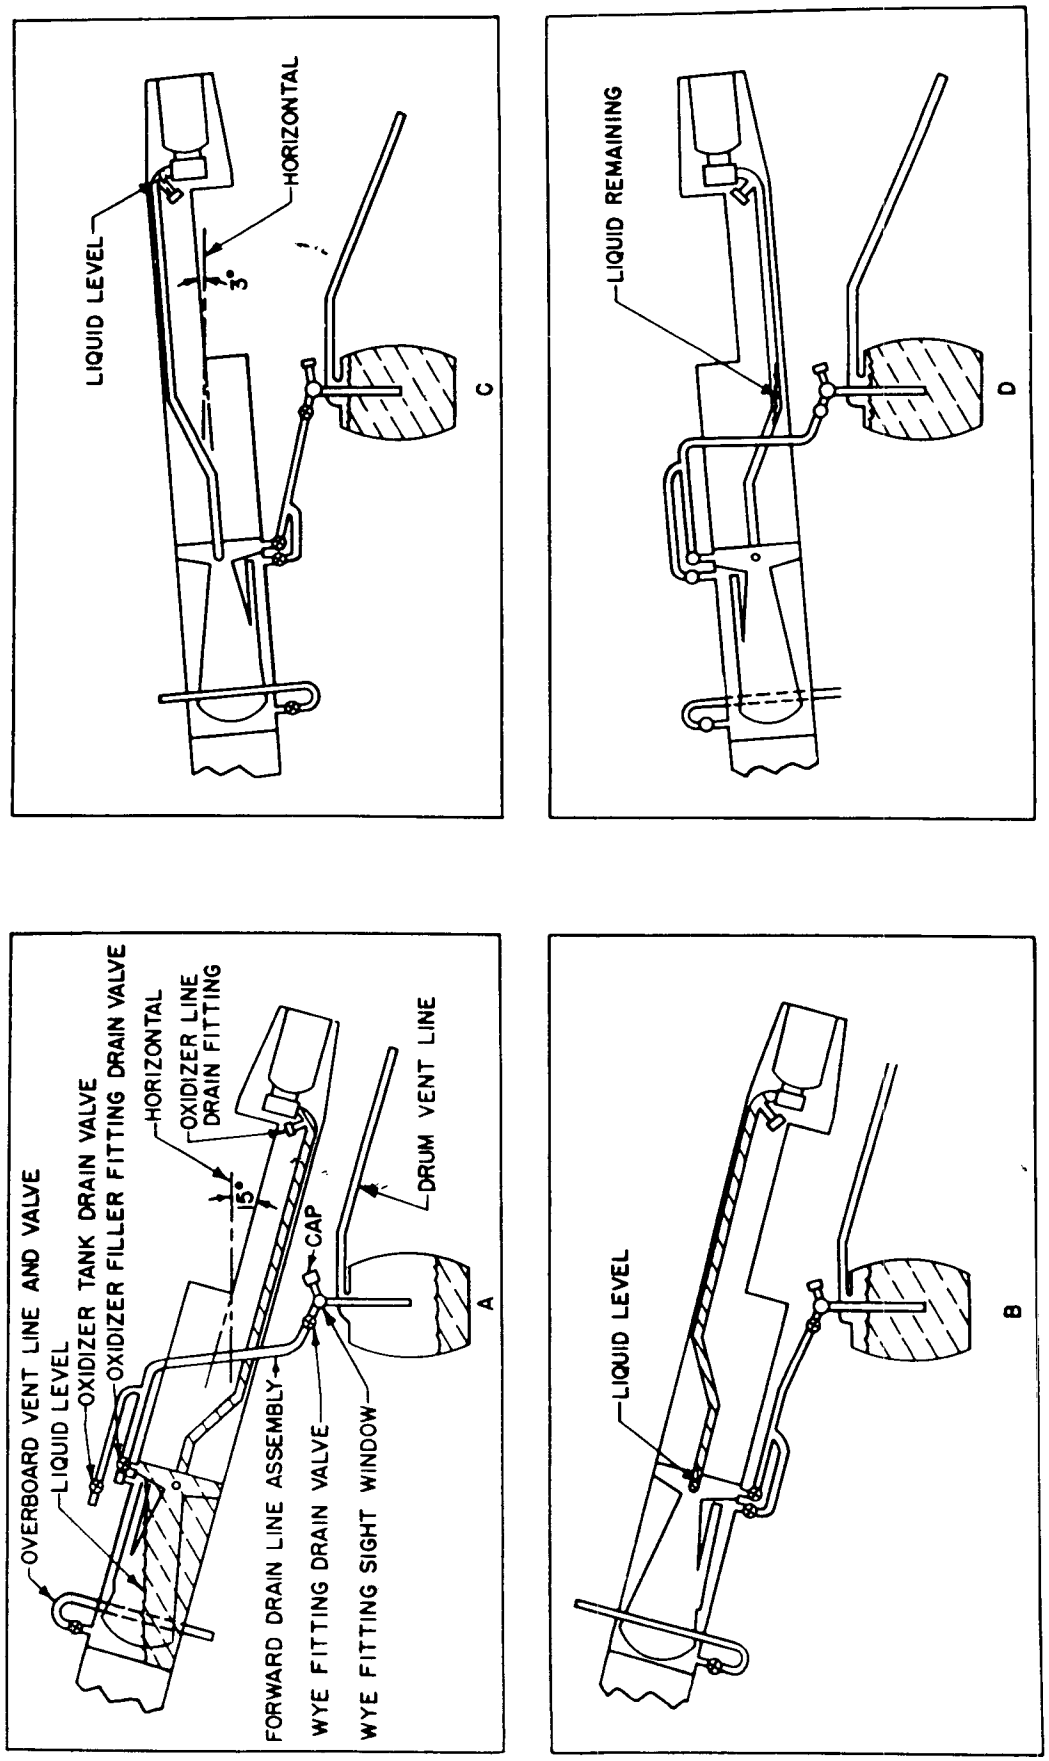

*Figure 186. Oxidizer tank draining.*
stops. See A, figure 186. (Oxidizer fumes may be visible in the form of a reddish-brown haze extending 3 to 5 feet from the end of the drum vent line. This vapor is harmful to personnel and should be dissipated into the atmosphere and blown harmlessly away.)
**3** rotates the missile 180° counterclockwise (looking forward) until tunnel number 1 is down and elevates the missile to 15° noseup position. Open all valves. Allow the missile to remain in this position until drainage ceases. See B, figure 186.
**3** depresses the nose of the missile to the maximum down position (approximately 3°). All acid in the line except that trapped at the aft end will flow into the space between the bottom pan of the hopper and the bottom of the tank, then into the drain drum. See *C*, figure 186.
**3** rotates the missile until tunnel No. 1 is up (D, fig. 186). Wait 1 minute.